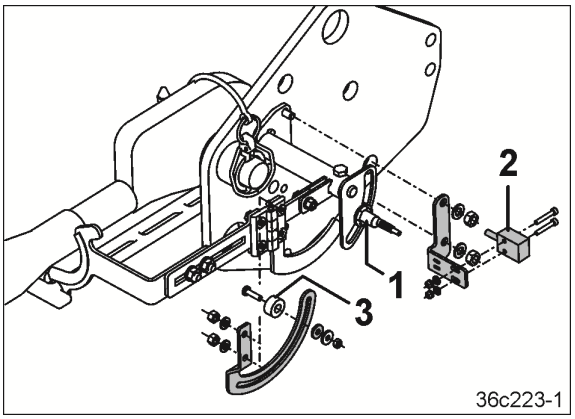

Fig. 52
- digitaler Arbeitsstellungssensor (Fig. 52/1) für eine Maschinenkombination mit AMADRILL+
- Arbeitsstellungssensor (Fig. 52/2) für die Saatleitungsüberwachung mit Verstellmagnet (Fig. 52/3).